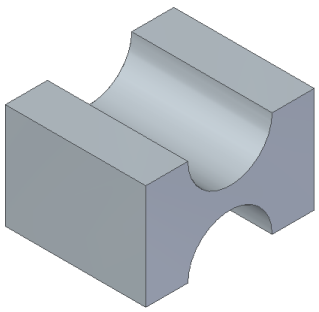

***Figure 2-61*** *The final extruded model*
3. Enter **40** in the edit box and press Enter; the extruded feature is created, as shown in Figure 2-61.